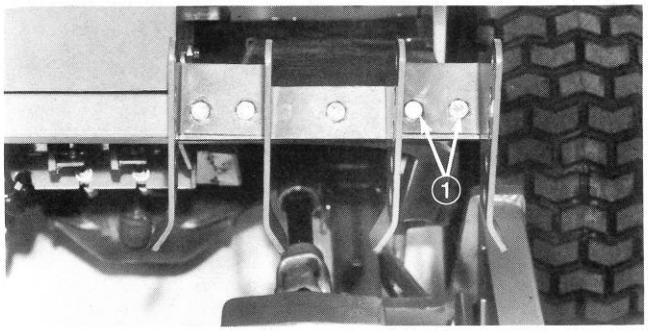

Figure 7
4. Mount other spring bracket to mounting bracket with (2) two 1" long capscrews and flangenuts (Fig. 7).